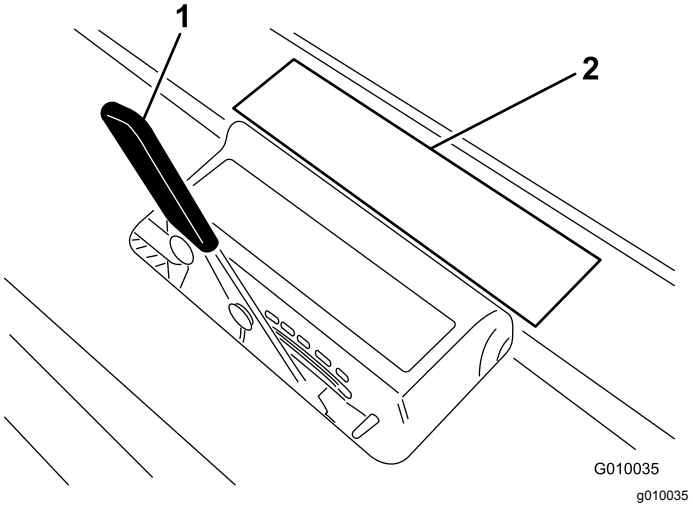

Figur 28
3. Legg pipen i pipedybdemerket (Figur 28) med én ende stilt opp med den ønskede luftedybden (se pipeoverlegget på merket).